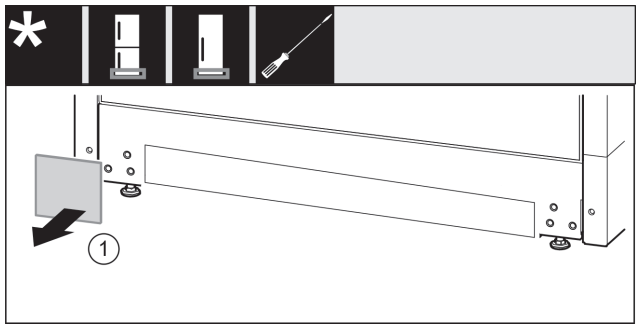

Fig. 30
- ▶ Noņemiet pārsegu *Fig. 30 (1)*.